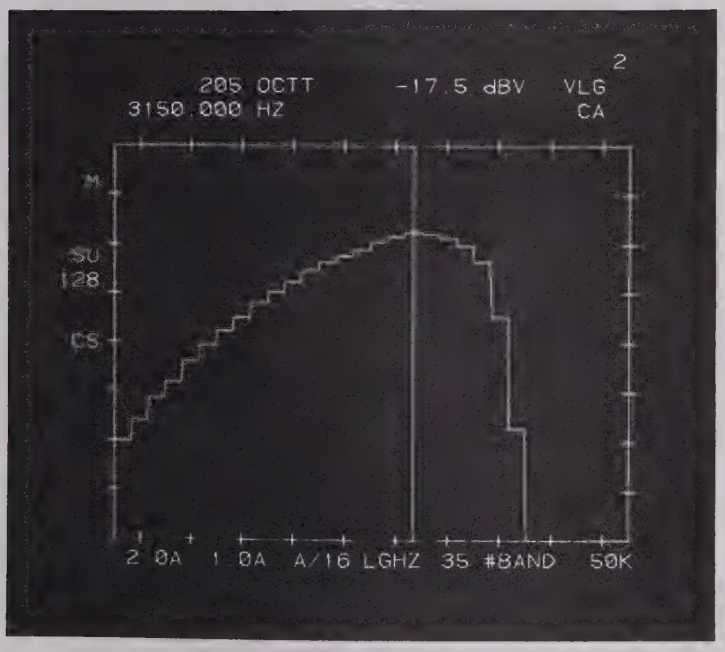

FIGURE O-10
b. Figure O-10 is the Cross Spectrum in Octave (Octave Cross Spectrum - Definition 4).